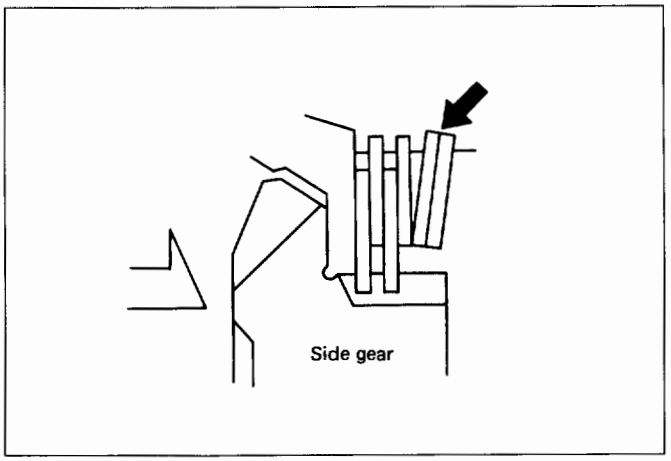

Fig. 4B-82
- When assembling the spring disc, make sure the mounting direction is correct as shown in Fig. 4B-82.